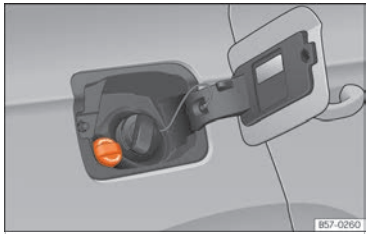

Fig. 206 Tap de la boca d'ompliment del dipòsit d'AdBlue®.
- Obriu la tapa del dipòsit ››› fig. 206.
- Feu girar el tap de tancament de la boca d'ompliment d'SCR cap a l'esquerra ››› fig. 206.